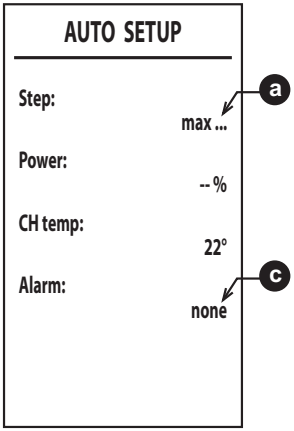

fig. 39
6. După aprindere, arzătorul se poziţionează pe încălzire la diferitele puteri (max, med, min) indicate de punctul a (fig. 39).
8. Dacă secvenţa de aprindere descrisă la punctul **„6"** nu s-a finalizat cu succes, apare mesajul **max_err** la punctul a şi un cod de eroare la punctul c (fig. 39).